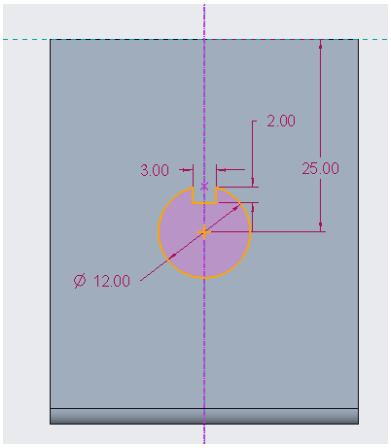

Figure 14-113 *The sketch for the* ***Extruded Cut*** *feature*
2. Draw the sketch for the cut feature on the front face of the previous flange wall, as shown in Figure 14-113.